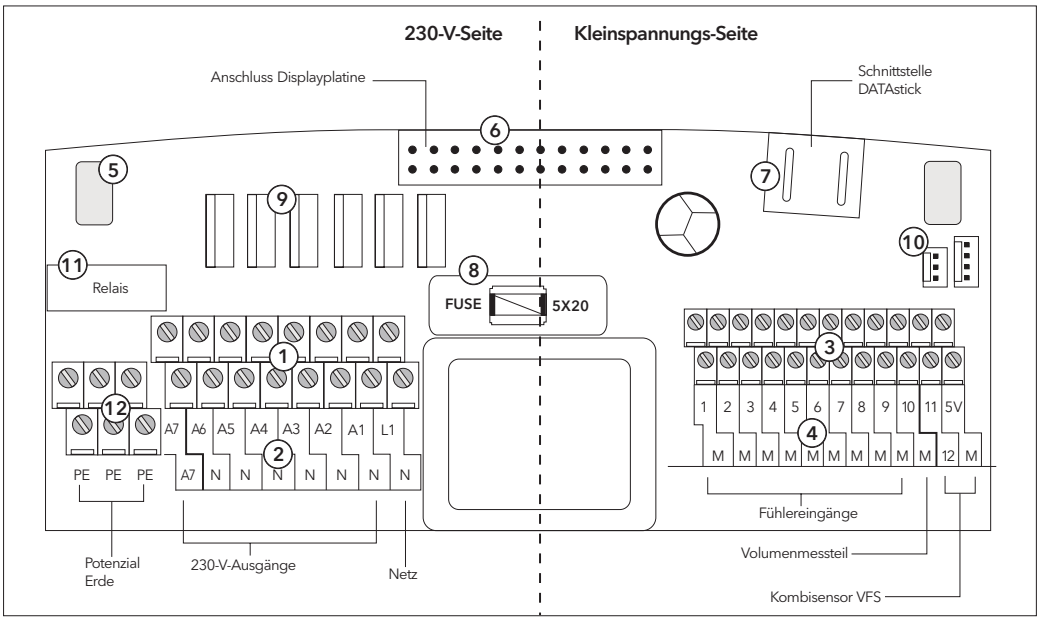

Abb. 6 Anschlussplatine Regler RATIOfresh 200
- Rechts auf der Platine befinden sich die Fühleranschlüsse (Kleinspannungsbereich) und links der 230-V-Netzanschluss bzw. die Schaltausgänge A1 bis A7. (Siehe Abb. 6)